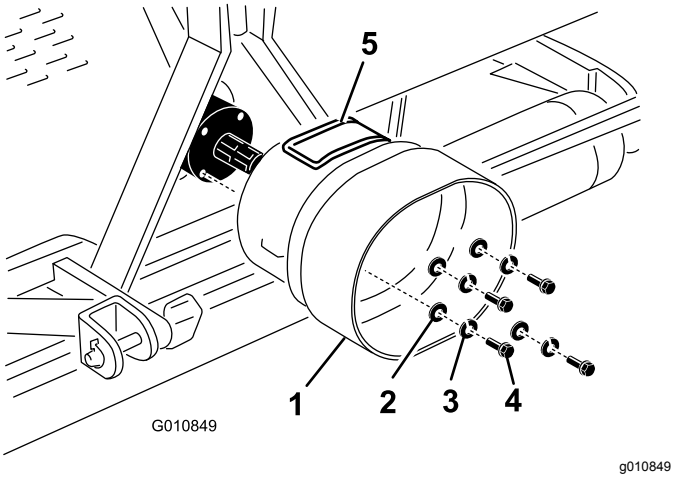

Figuur 22
1. Verwijder de 4 bouten, borgringen en platte ringen die aan de achterzijde van de tandwielkast van de beluchter zijn bevestigd (Figuur 22).
2. Monteer het aftakasscherm aan de tandwielkast van de beluchter met het bevestigingsmateriaal dat u eerder hebt verwijderd (Figuur 22).
Lijn het inspectieluik (Figuur 22) van het aftakasscherm uit met de bovenkant of de zijkant, afhankelijk van de configuratie van het frame van de beluchter.
Opmerking: U kunt het inspectieluik (Figuur 22) openen om het verwijderen en monteren van het montagemateriaal van de aftakas te vergemakkelijken.